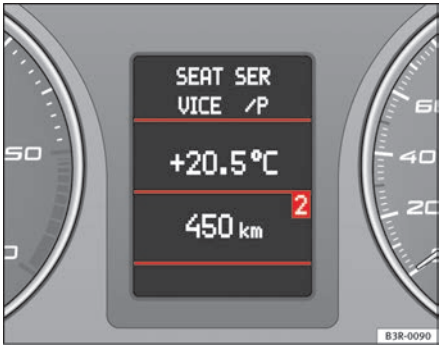

Fig. 65 Driver information system
- Press the MODE button (B) repeatedly to switch between modes, which are then displayed in the driver information system ⇒ fig. 65.
- Scroll and press the left thumbwheel (A) to select a function from one of the menus.
- The speech control system* for the on-board phone system is enabled by pressing the talk button (C). Pressing the talk button again disables speed control*.
- Scroll the right thumbwheel (D) up/down to raise/lower the volume as desired. ■